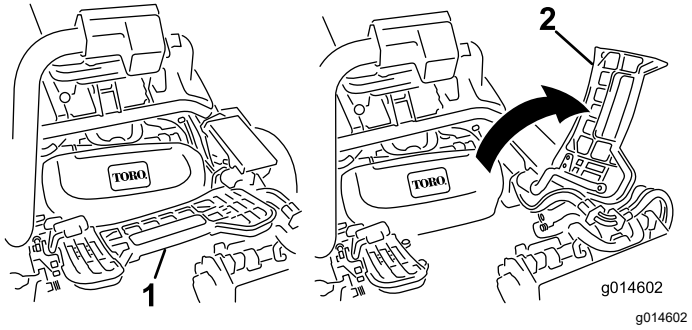

**Figura 53**
2. Sollevate il poggiapiedi e ruotatelo fino all'apertura, per consentire l'accesso alla posizione dell'apparato di taglio centrale.(Figura 53)